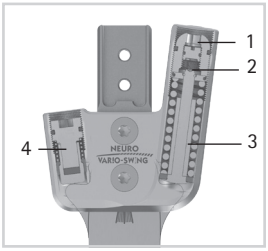

fig. 18
The alignment of the orthosis can be adjusted with the alignment screw (1). The range of motion in plantar flexion or dorsiflexion is infinitely adjustable with the motion limiting screw (2). The spring force can be changed with spring units (3) in different strengths (fig. 18).
Use the adjusting screw unit (4; fig. 18) of the system joint to fine adjust the range of motion up to 10°. To do so, screw in or unscrew the adjusting screw unit in the system joint. Note that no more than 10° fine adjustment is allowed. The plunger of the adjusting screw unit should not lose contact with the system stirrup (max. 15° in plantar flexion) in the entire range of motion as otherwise noises will occur.